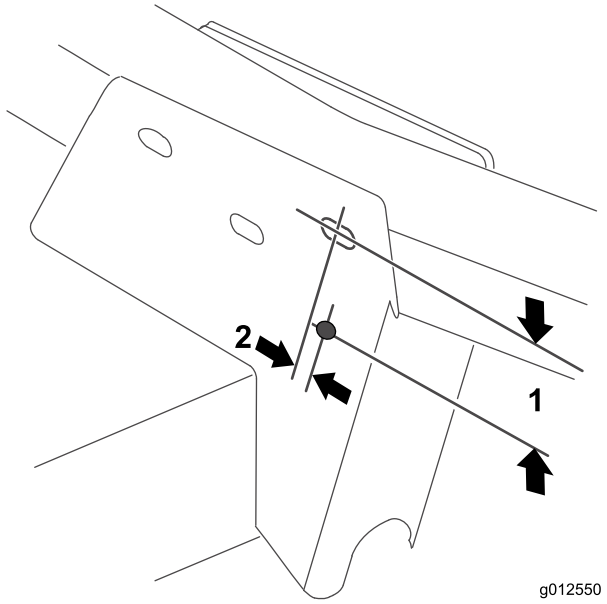

Figura 22
1. Servendovi delle quote riportate in Figura 22, individuate, contrassegnate e praticate un foro del diametro di 11/32 poll. attraverso entrambe le pareti della staffa del braccio orientabile anteriore destro.